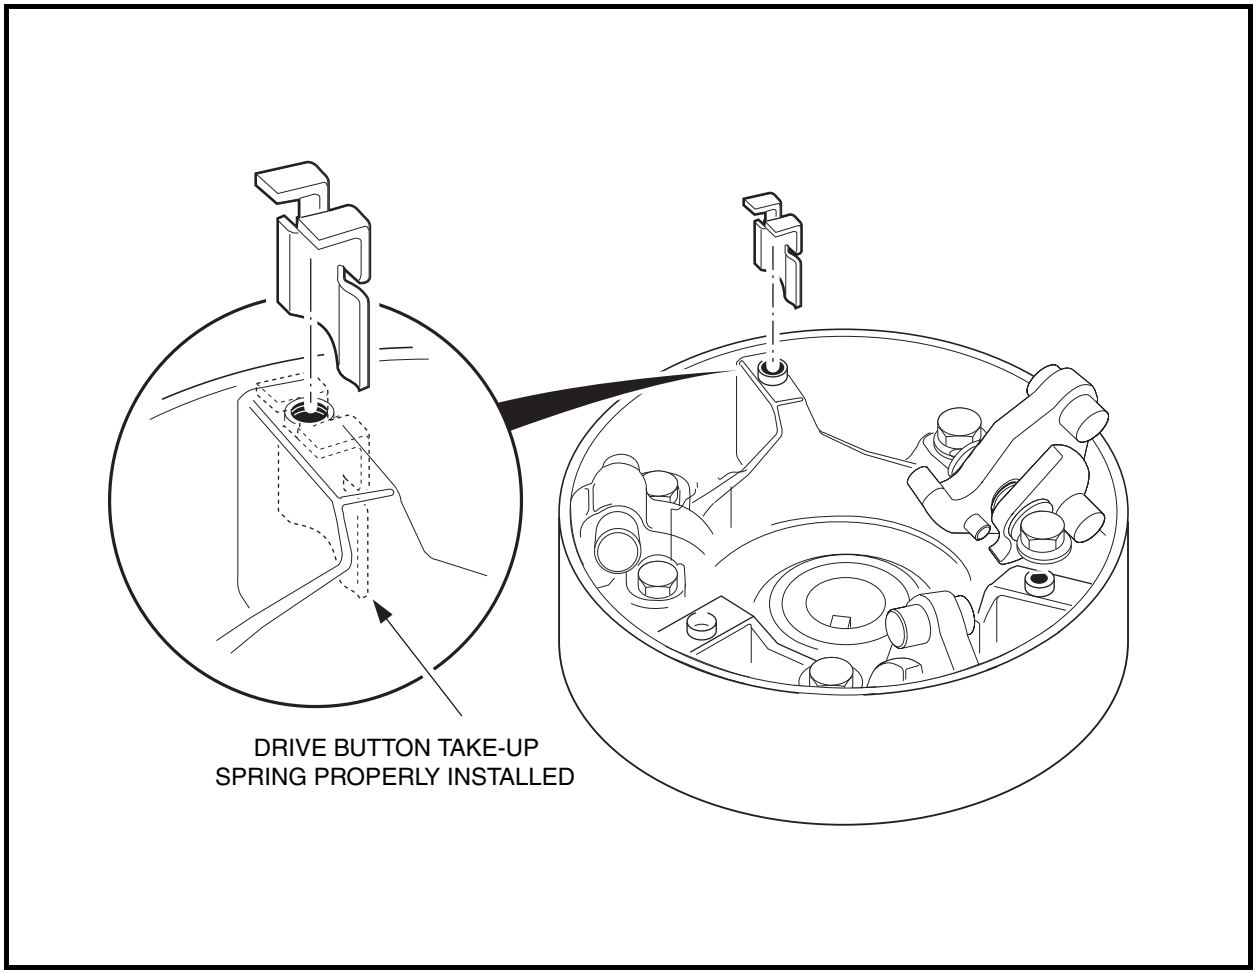

Figure 17-15 Correct Orientation of Drive Button Take-up Springs
13.1. Install each spring on right-hand side of the three button mounting posts (when looking into the interior of the clutch drive hub, and with the rib at a twelve o'clock position) as shown **(Figure 17-15, Page 17-11)**.